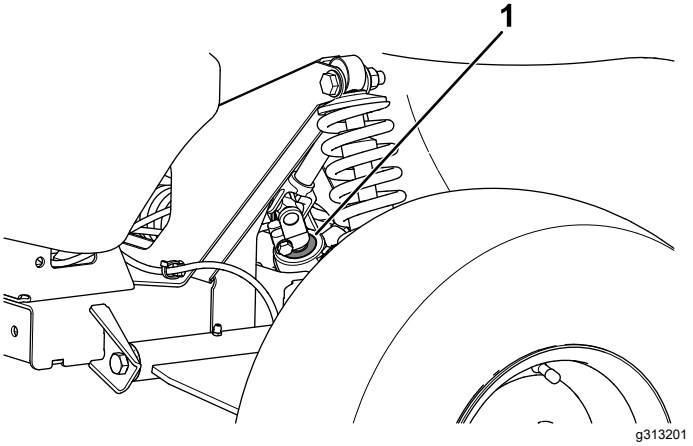

**Figura 55**
***Importante:*** **Inspeccione la condición y la integridad del retén del eje del piñón (Figura 55).**